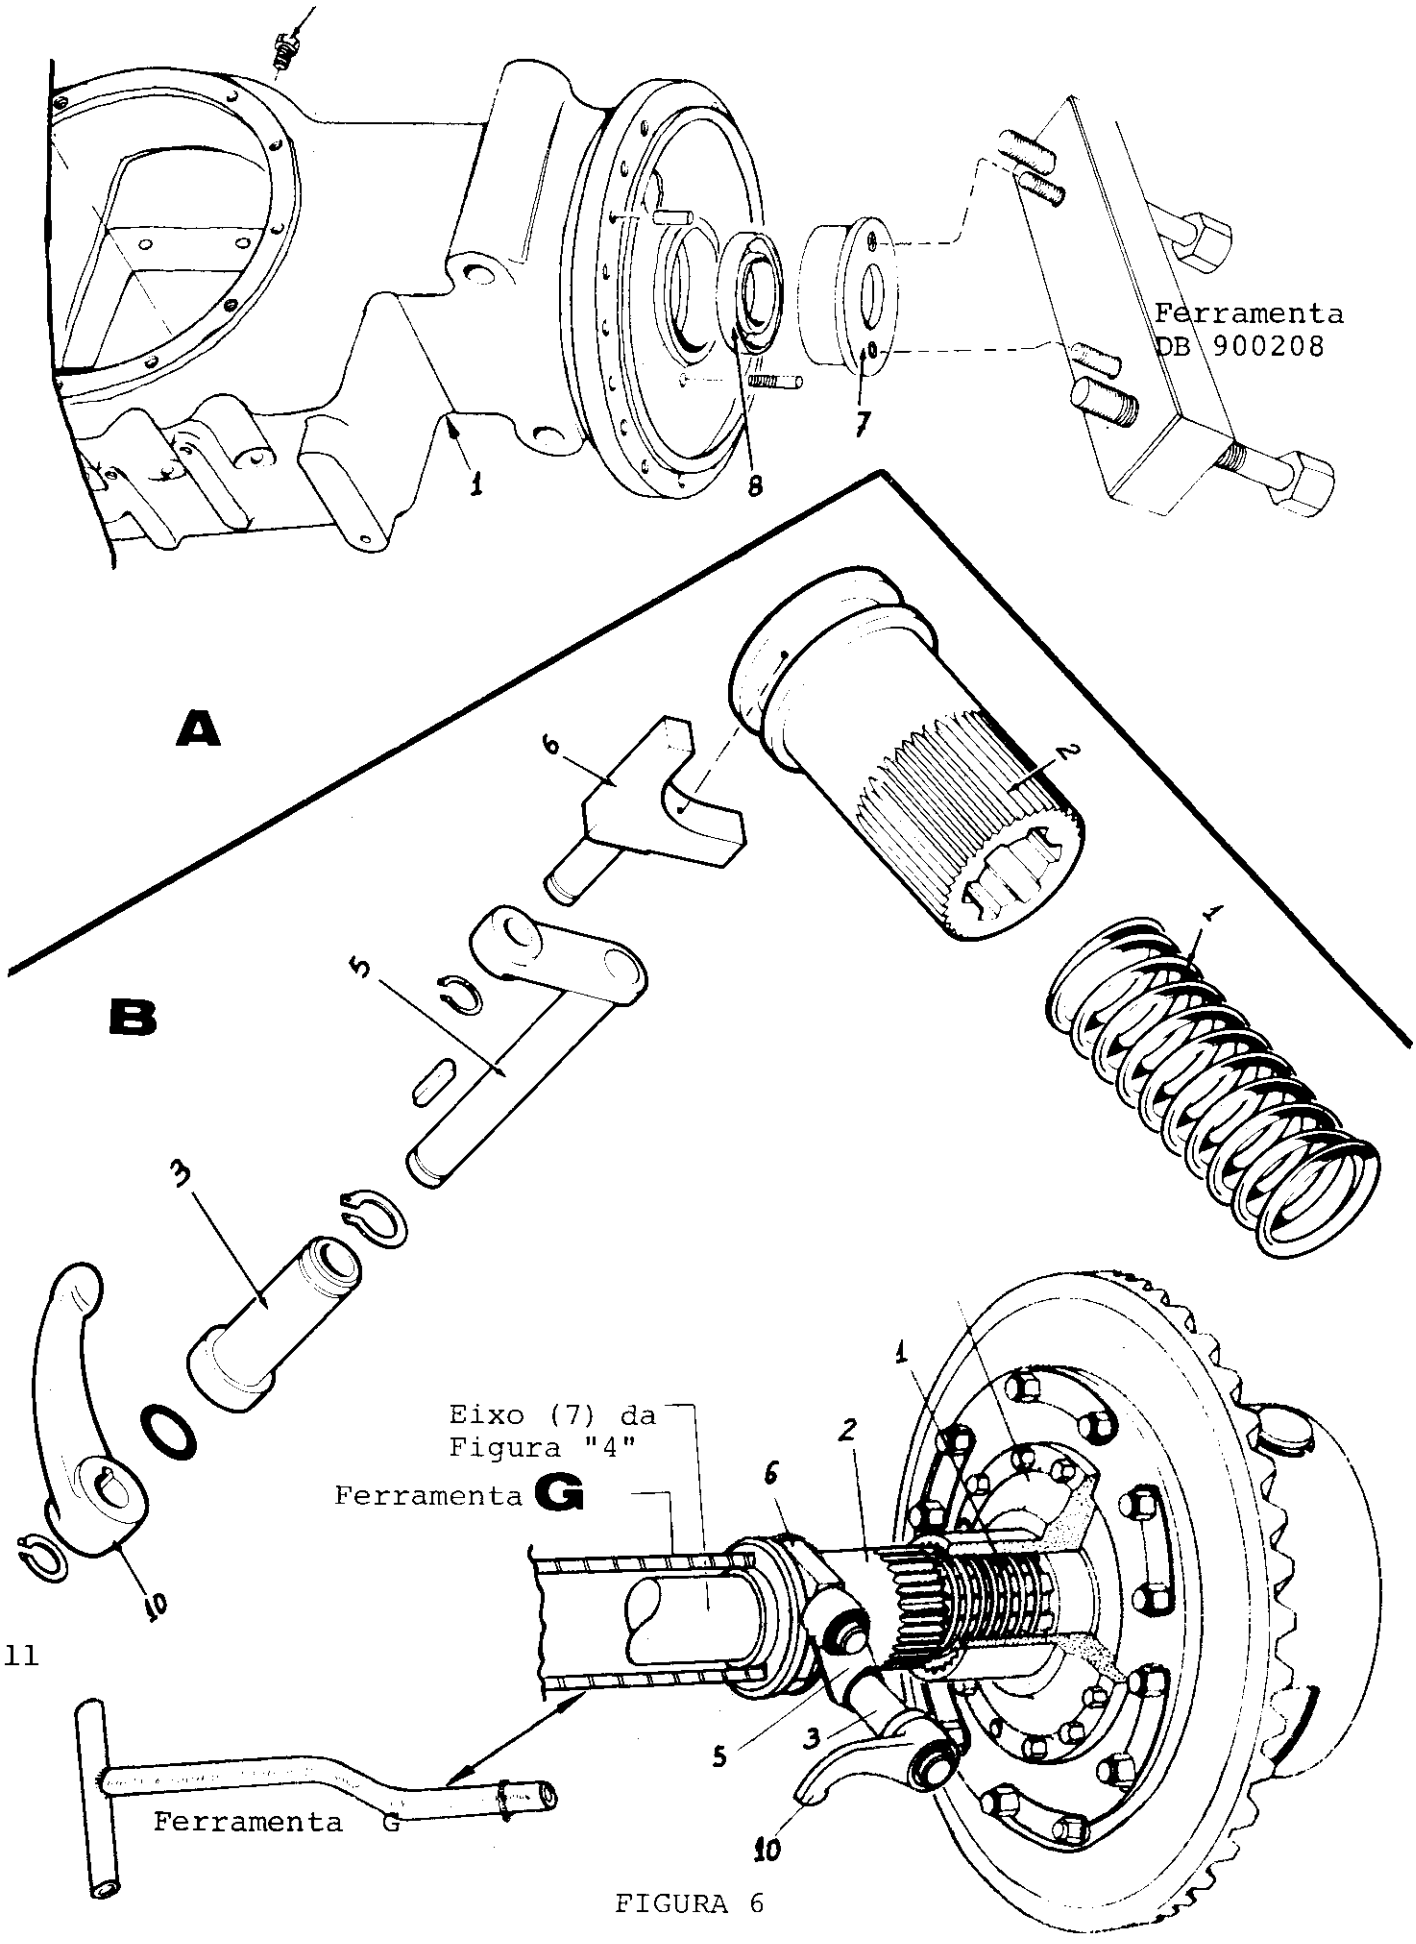

FIGURA 6
1. Com a ferramenta especial nº DB 900.208, rosqueada na peça (7), apoiando na carcaça (11), remova a luva (7) com o retentor (8) figura 6-A.
2. Introduzir a ferramenta "G", pagina 78, até encostar na luva (2) de bloqueamento do diferencial, mantendo-a comprimida contra a luva (2) figura 6-B.
3. Remova o anel trava (11), a alavança (10)e o eixo (3).
4. Mantenha comprimida a ferramenta, desloque o eixo (5) para livrar o garfo (6) e, cuidadosamente, afaste a ferramenta G, removendo a luva (2) com a mola (1)pagina -8-A.